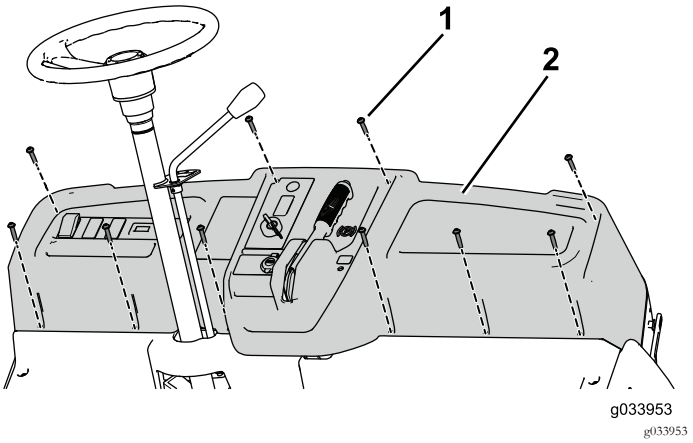

Рисунок 12
6. Выверните и сохраните 10 винтов (1/4 x 1-1/4 дюйма), чтобы частично снять приборную панель, и отсоедините тросы стояночного тормоза, дроссельной заслонки и трос переключения реверса (Рисунок 12).